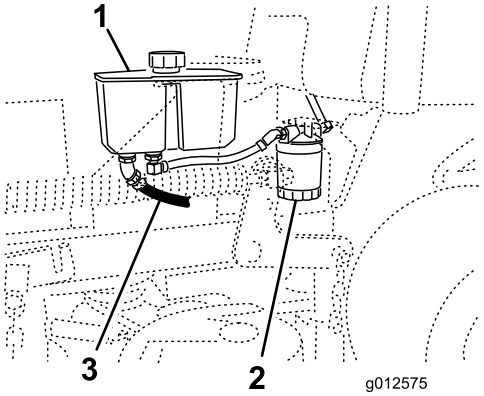

**Figur 73**
4. Finn fremre hydraulikkslange under hydraulikktanken og plasser et tappefat under tanken (Figur 73).